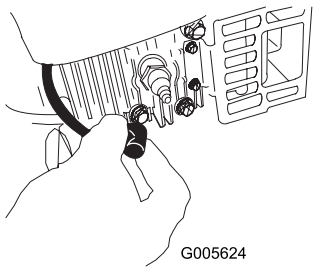

Figur 28
2. Lossa tändkabeln från tändstiftet innan du utför något underhåll (Figur 28).